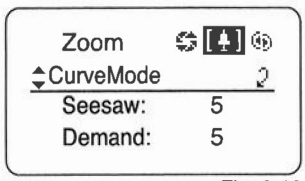

Fig. 2-13
2. Select [Z.M.] using the control key, and then push the Set key. The display is switched to the [CurveMode] screen. (Fig. 2-13)